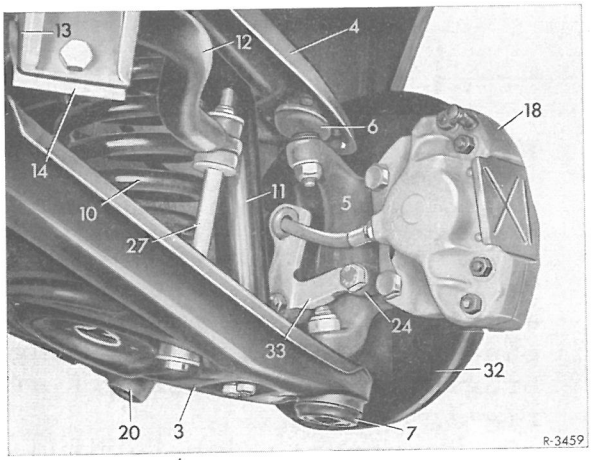

Fig. 32-5/1
2 Nederste støddæmperophængning og forbindelsesstang(27) til torsionsfjeder løsnes(fig. 32-5/1).